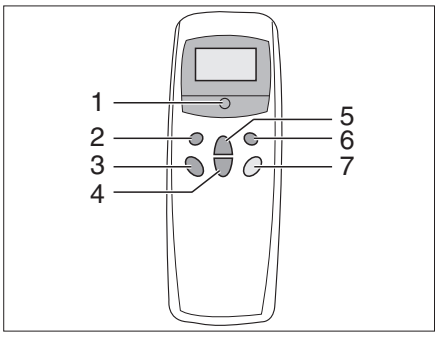

Fig. 114 Remote control
The air conditioning unit is located on the roof of the vehicle. The remote control (Fig. 114) for the air conditioning unit is located in the kitchen area.
- Switch on the remote control at the switch (Fig. 114,5).
- Set the desired operating mode using the button (Fig. 114,1).
- If necessary, use the buttons (Fig. 114,3 and 4) to set the desired fan output and room temperature.
- To switch off press the button (Fig. 114,5) on the remote control again.